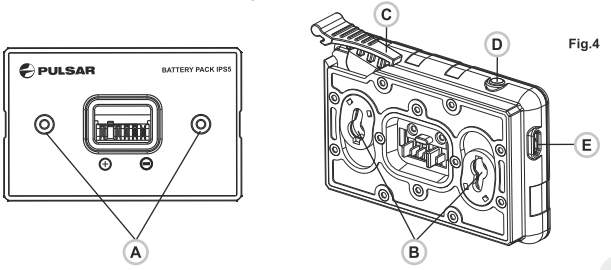

Fig.4
- Installez le bloc batterie dans le chargeur en insérant les broches **(A)** de la batterie dans les rainures **(B)** du chargeur. Le logo Pulsar sur le bloc batterie doit être placé plus près du levier ; encliquetez le levier **(C)(Fig.4)**.